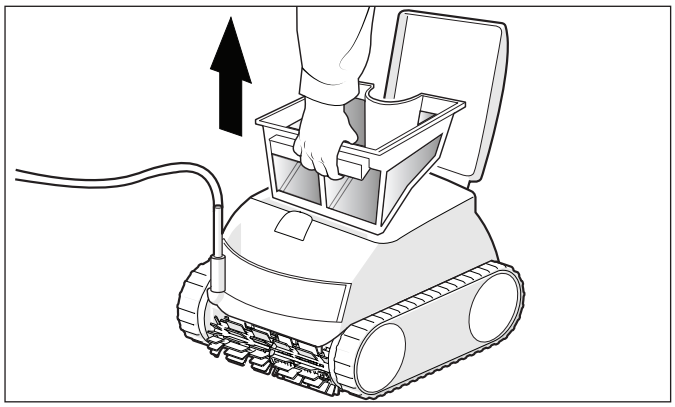

Figura 12. Retire el cartucho del filtro
3. Retire el cartucho del filtro del cuerpo (Figura 12).